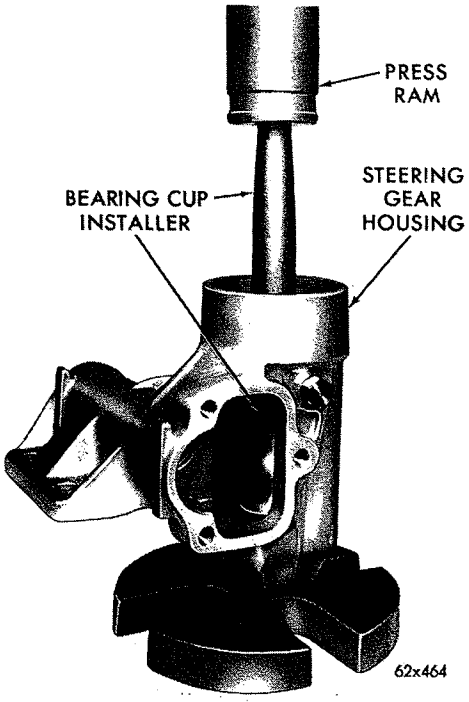

***Fig. 15—Installing Worm Shaft Lower Bearing Cup (All Models Except Fury)***
(21) Install wormshaft bearing cups, position cups in housing and bearing adjuster nut. Then press them in place with Tool C-3865 (Figs. 15, 16, and 17).
(22) Install wormshaft oil seal by positioning seal in wormshaft adjuster with lip of seal up. Drive seal into place with a suitable sleeve so it is slightly below end of bore in adjuster.
(23) Apply a coating of steering gear lubricant to all moving parts during assembly, also place lubricant on and around oil seal lips.
(24) Clamp holding fixture and housing in a vise with bearing adjuster opening upward.